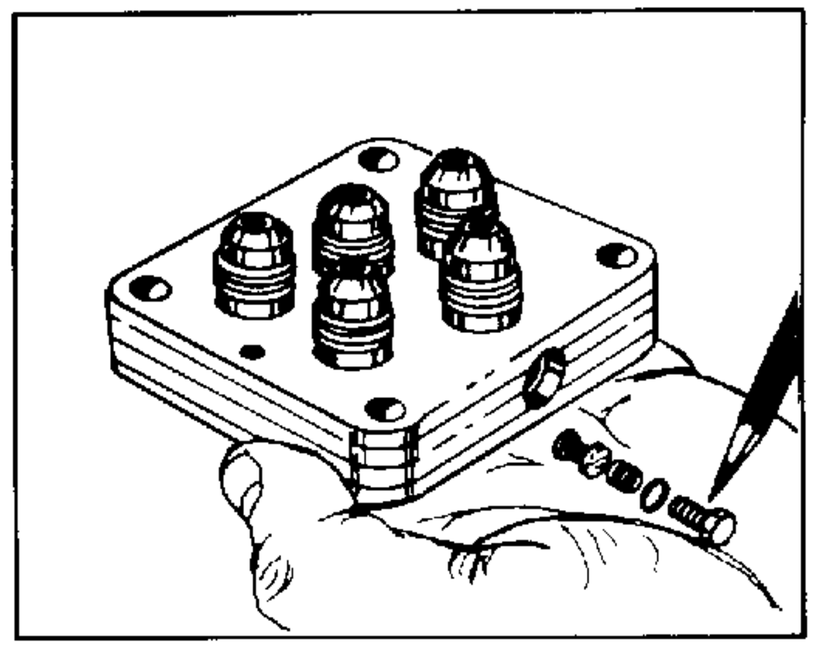

FIGURE 8.
5A. If included, remove from the port cover (2) the loosened hex plug (6A) and O-ring (7A). Discard O-ring. Remove relief valve cartridge and spring assembly (5A) and (5B). Replace valve and spring assembly (5A) if spring is distorted or bent. A bent or lost spring (5B) can be serviced separately. See figure 8.